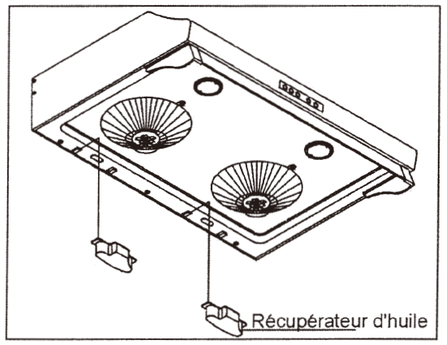

Fig. 19 Installez les récupérateurs d'huile
13. Mettre en place les deux récupérateurs d'huile comme indiqué ci-dessous. (Fig.19).